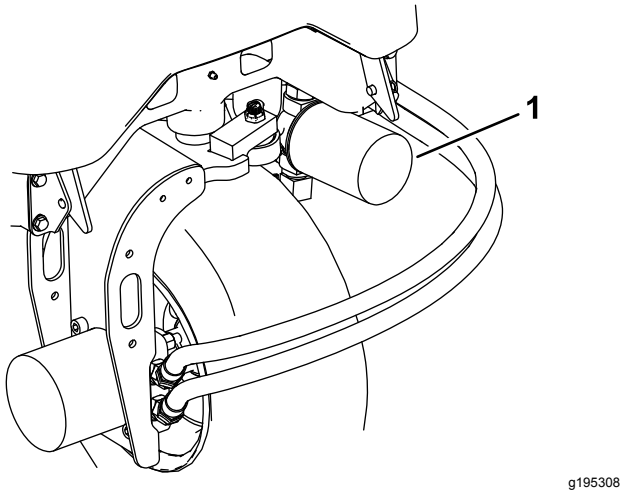
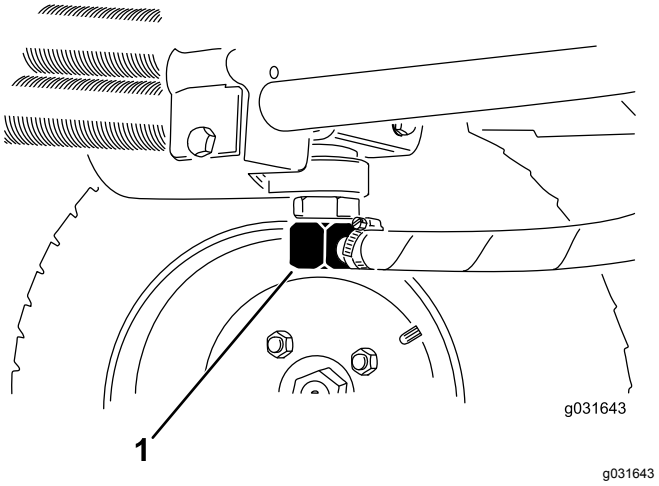

Figura 63
Figura 64
3. Pulite attorno all'area di montaggio del filtro, collocate una bacinella di spurgo sotto il filtro e togliete il filtro (Figura 63).
2. Scollegate il tubo idraulico o togliete il filtro idraulico e lasciate defluire il fluido idraulico in una bacinella (Figura 63 e Figura 64).
3. Quando il fluido idraulico cessa di defluire, montate il tubo idraulico (Figura 64).